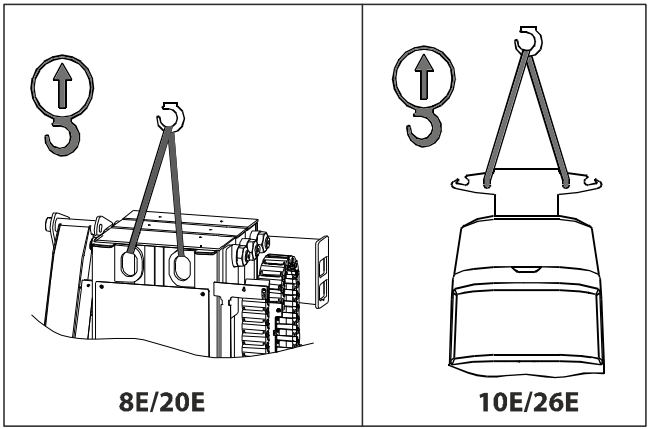

Figure 3-22. Levage de la Machine
- Fixer les élingues/chaînes aux DEUX anneaux de levage comme indiqué Figure 3-22.